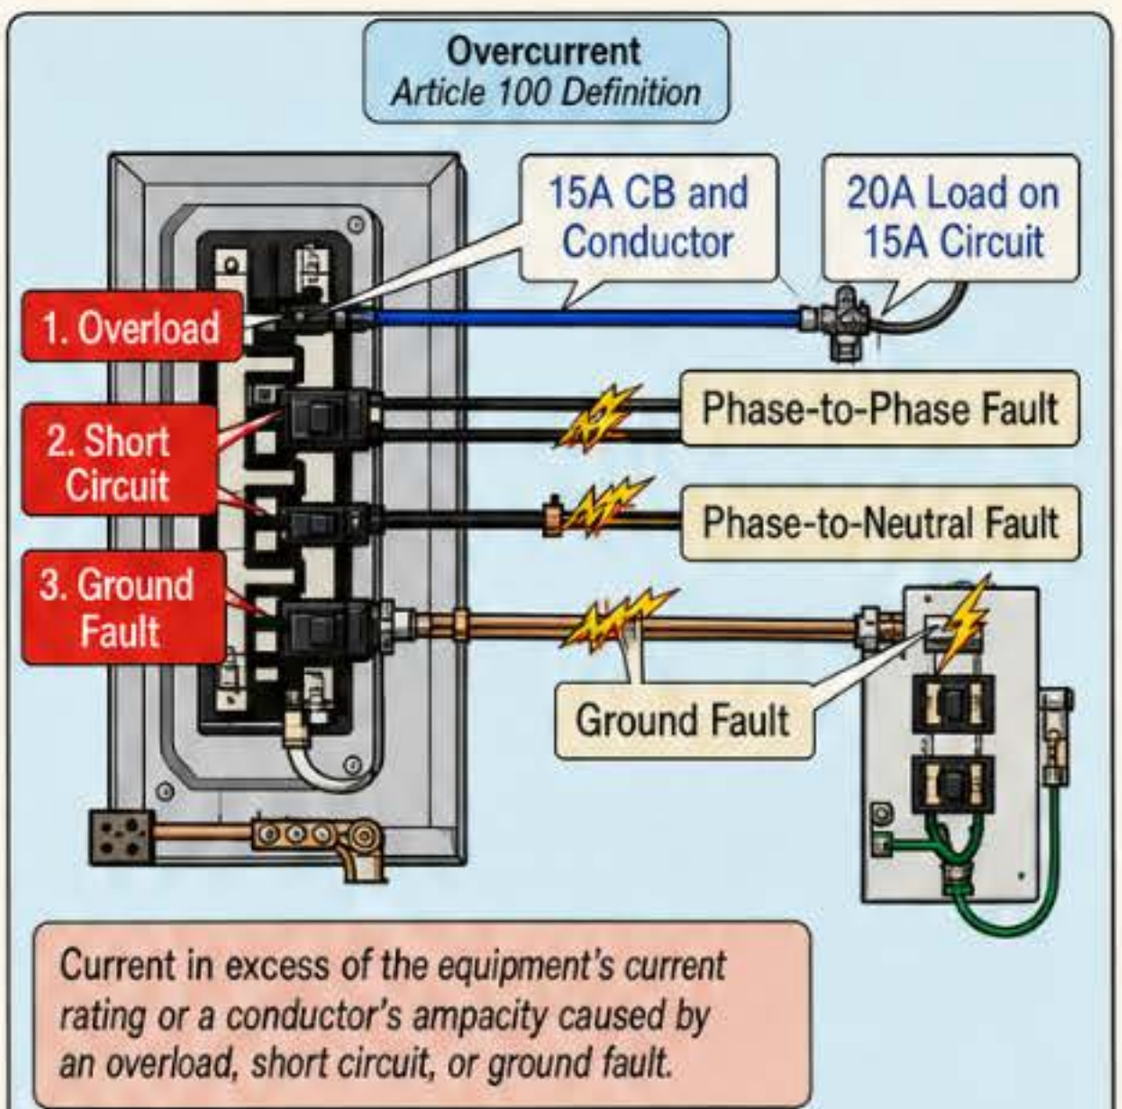

Figure 240–1
This article establishes the requirements for overcurrent protection and covers how to choose and install the protective devices—usually circuit breakers or fuses. Overcurrent exists when the current going through equipment or a conductor rises above the safe continuous rating due to an overload, a short circuit, or a ground fault [Article 100]. Figure 240–1
Article 240 sets forth the general rules for overcurrent protection and specifies the installation requirements for overcurrent protective devices. ▶ Figure 240–2
▶ Figure 240–2